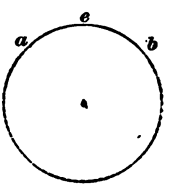

FIG. 41.
70. An **arc** of a circle (see $a\ c\ b$, Fig. 41) is any part of its circumference.